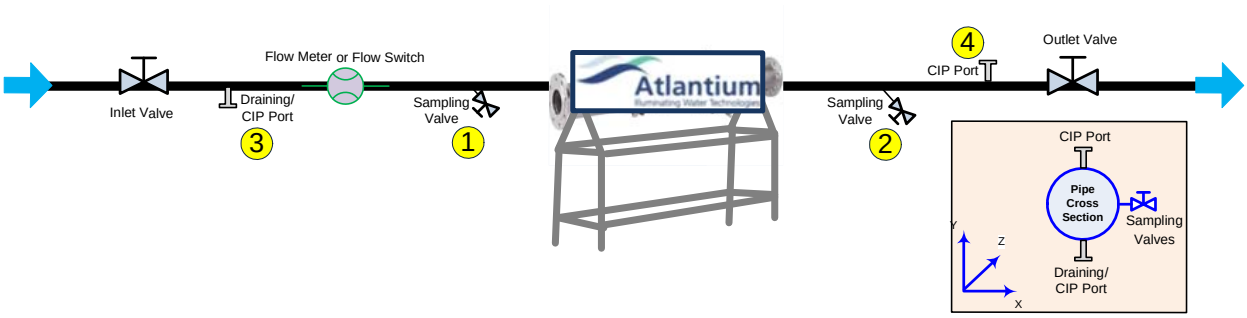

Figure 5-6: CIP Ports and Sampling Valves Orientation
Step 1. On the Inlet side, install the **Long welding ferrule** or **threaded male adapter (1).**
- Position aseptic sampling valves **(1 & 2** in **Figure 5-6** on page **33) horizontally** (90^0) on the pipe center, within 50cm of the Unit.
- Weld the 1 inch **ferrule (1)** clamp fitting at a horizontal orientation (3 or 9 o'clock).